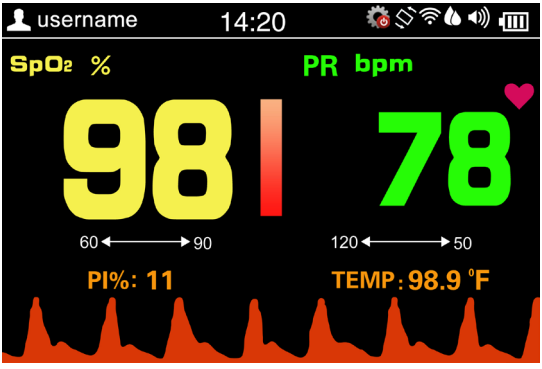

Figure 4.2B Écran d'affichage par défaut---à l'horizontale
- Pendant la mesure, appuyer longuement sur la touche d'autorotation haut / bas «  », puis sur l'icône blanche d'autorotation tandis que l'icône «  » apparaît dans le coin supérieur droit de l'écran, cela signifie que la fonction de rotation automatique est activée, si l'on place cet oxymètre horizontalement, l'écran s'affiche alors horizontalement, comme le montre la figure 4.2B.